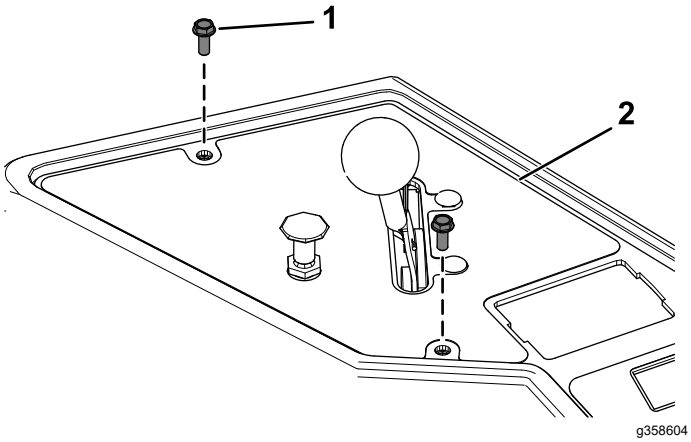

Figur 19
1. Fjern de 2 skruer, der fastgør kontrolpanelet, og løft kontrolpanelet fra konsollen (Figur 19).
6. Fastgør kontrolpanelet til konsollen med de 2 skruer, du tidligere fjernede (Figur 19).